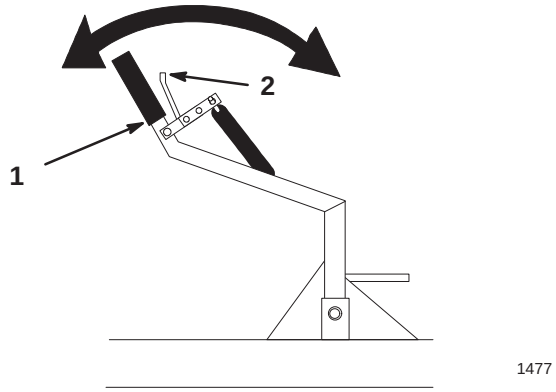

Figure 19
The blade can be indexed side to side, in 5 positions. The direction is controlled by the handle on the right hand side of the frame (Fig. 19).
1. Squeeze the release lever toward the handle (Fig. 19).